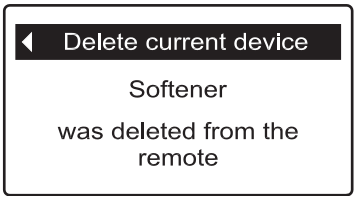

FIG. 96
4. Press the SELECT (○) button, and the screen shown in Figure 96 should appear.